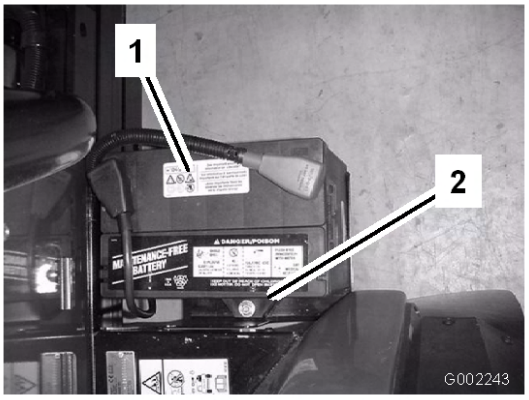

Figur 46
2. Fjern batteriholderen og fastgørelsesenhederne (Figur 46).
3. Monter batteriholderen, og fastgør den med de tre bolte, der tidligere blev fjernet (Figur 46).